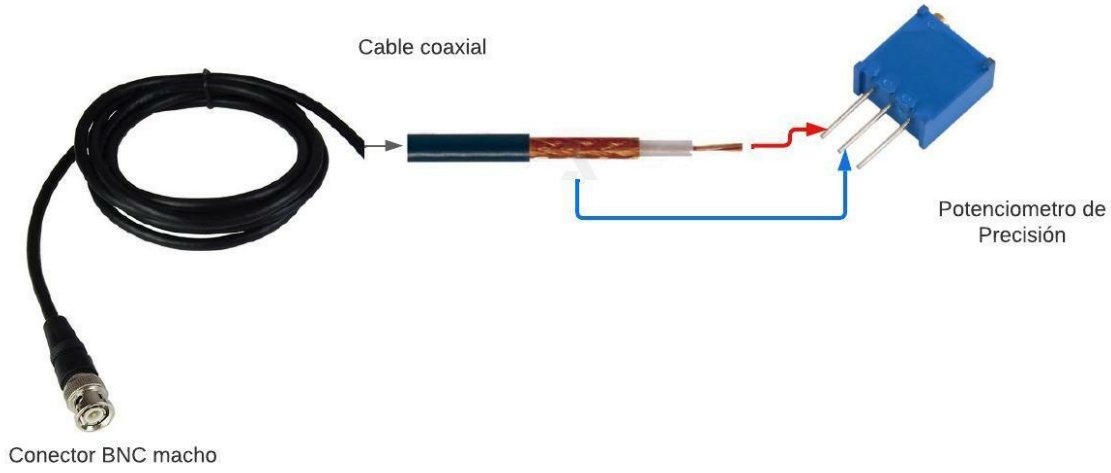

Figura 2 Esquema de conexión del cable coaxial.
5.1 Realizar el ponchado de un lado del cable RG-58 con el conector BCN macho, y en el otro lado soldar el potenciómetro de precisión como se indica en la Figura 2. Realizar el mismo procedimiento para el cable RG-59.